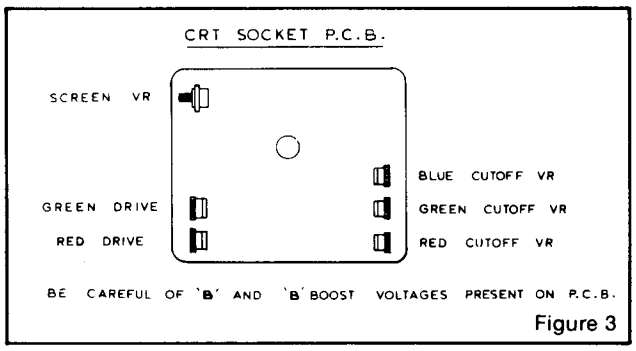

Figure 3
4.6 CRT cut off controls (See fig. 3)
4.7 Screen control (G2) R124 (See fig. 3)
4.8 Video drive controls (See fig. 3)
1.5 Turn off the green and blue fields and adjust setup controls to produce a red field. (See fig. 3)
Refer to figure 3. Do the following in subdued light: